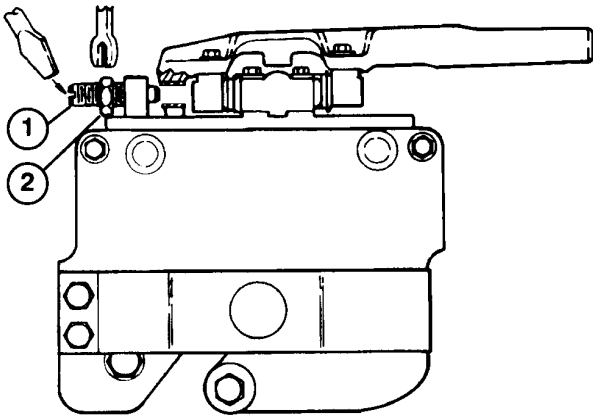
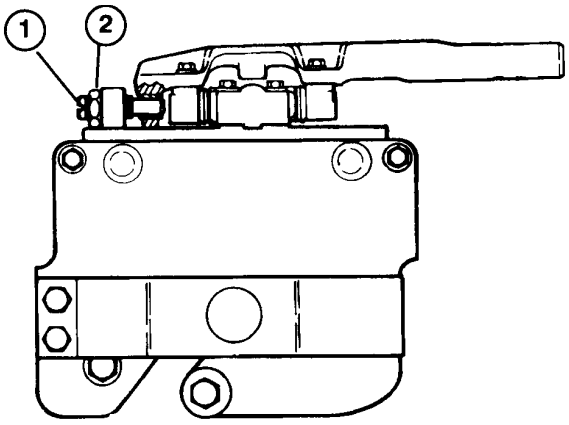

Afbeelding 2
Afbeelding 3
- Start de motor en laat de maai-eenheden zakken op een horizontaal oppervlak zoals een stuk multiplex van 2,5 cm dik (ten minste 50 cm x 70 cm groot). Stop de motor en haal de sleutel uit het contact. Vergrendel de maai-eenheden door de borgmoer op de vergrendelpin los te draaien (Afb. 2) en de pin in het gat in de draaiarm te schroeven (Afb. 3). Draai
- Maak de vergrendelpin los zodat de maai-eenheid vrij kan bewegen (Afb. 2).